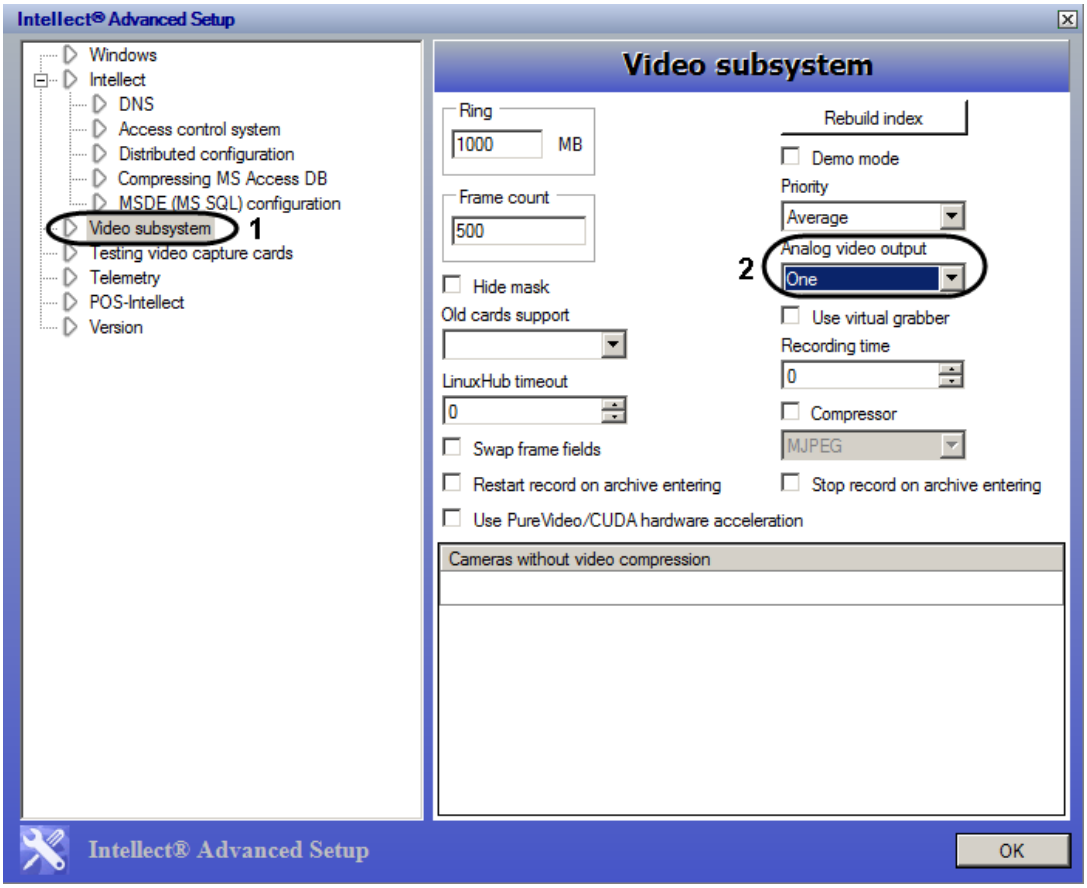

Figure 3.1—8 Extended Intellect configuration. Changig the value of the Analog video out parameter
2. Select the **Video subsystem** section (Figure 3.1—8, 1).
3. In the **Analog video out** list select the **One** item to activate outputting video from cameras connected to different video capture cards to one analog monitor (Figure 3.1—8, 2).
4. To save changes click **OK** (Figure 3.1—8).